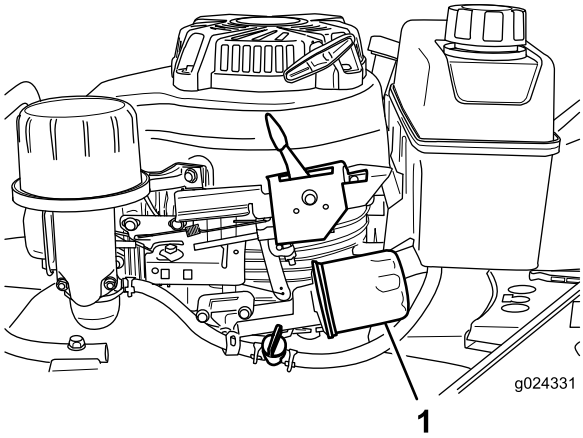

Figur 21
6. Placera en trasa under oljefiltret (Figur 21) för att suga upp olja som kan läcka ut då du tar bort filtret.